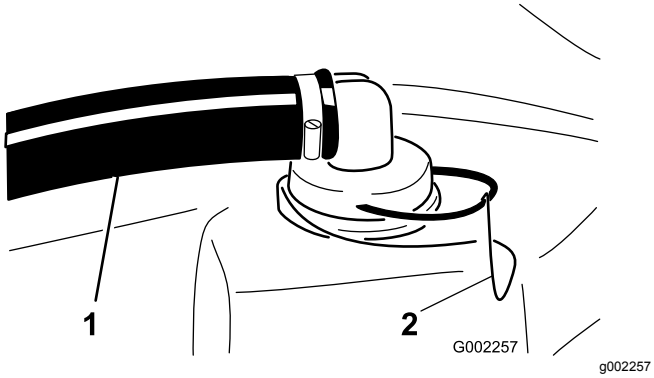

Рисунок 16
2. В верхней части бака опрыскивателя снимите фиксатор, который крепит шланговый штуцер, подсоединенный к большому шлангу и к корпусу сетчатого фильтра (Рисунок 16).
3. Отсоедините шланг и штуцер шланга от корпуса сетчатого фильтра (Рисунок 16).